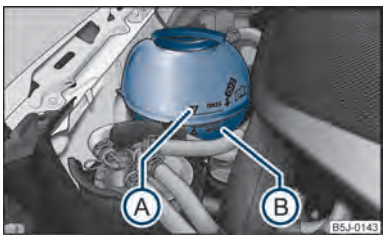

Fig. 130 Vano motore: Serbatoio di espansione del liquido di raffreddamento
– Controllare il livello del liquido di raffreddamento sul serbatoio di espansione ⇒ fig. 130. A motore freddo, il liquido deve essere compreso tra le tacche „MIN" Ⓑ e „MAX" Ⓐ. A motore caldo, esso può anche superare di poco la tacca „MAX".
– Coprire con uno straccio il tappo del serbatoio di espansione ⇒ fig. 130 e svitare il tappo **con cautela** agendo in senso antiorario ⇒ ⚠.